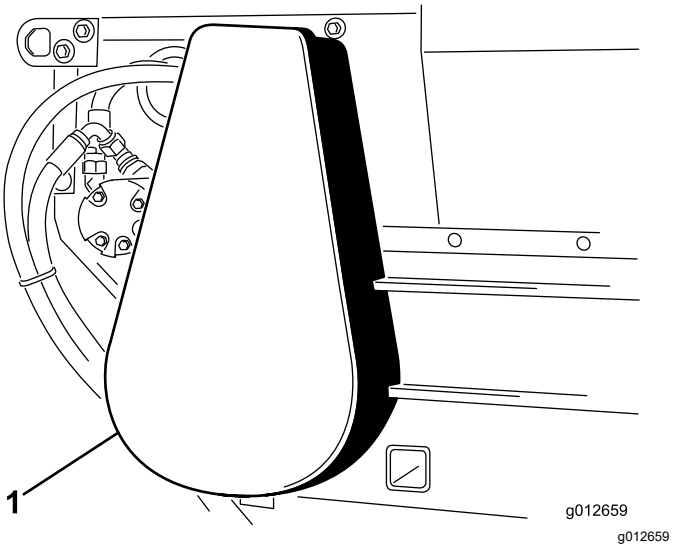

Figur 39
3. Monter kjededekslet (Figur 39).